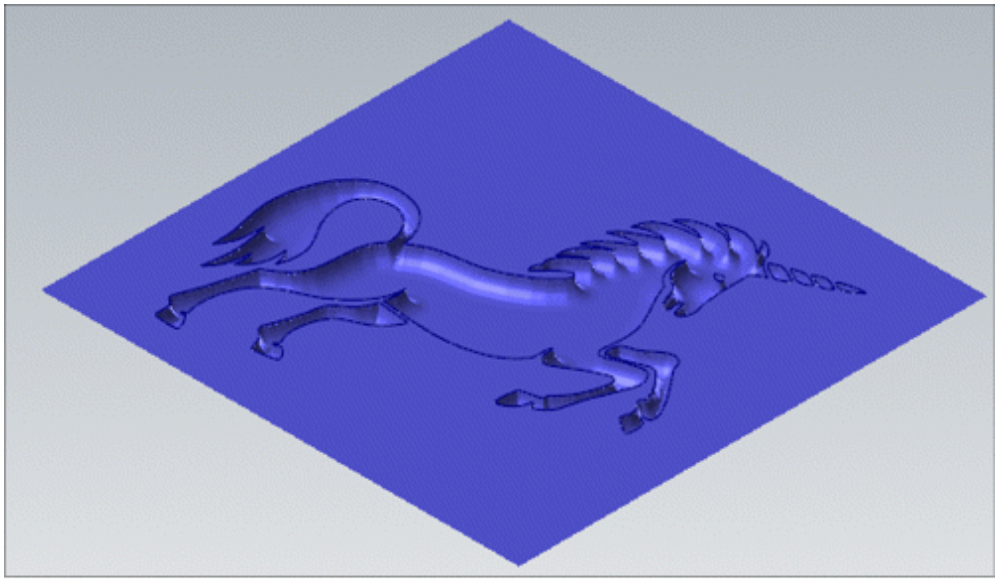

Figure-25. Using Sub application style
- Select the **Sub** option from the **Application Style** drop-down to remove material using boundaries of selected curve chain; refer to Figure-25.